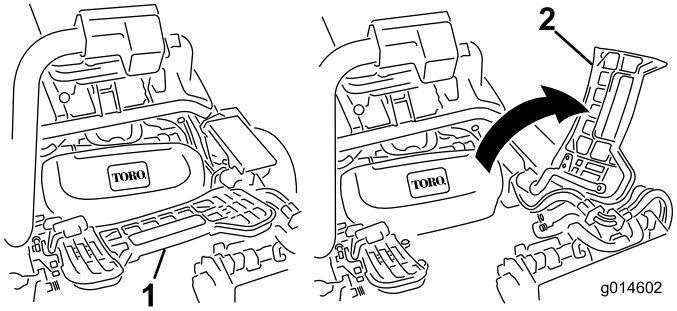

**Figur 31**
1. Hæv fodstøtten og vip den åben, så du får adgang til den midterste klippeenheds position (Figur 31).